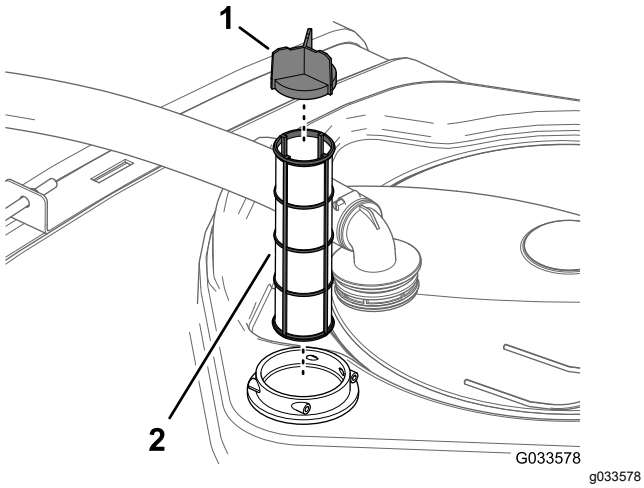

Bild 55
4. Ziehen Sie das Saugsieb aus dem Filtergehäuse im Behälter (Bild 55).